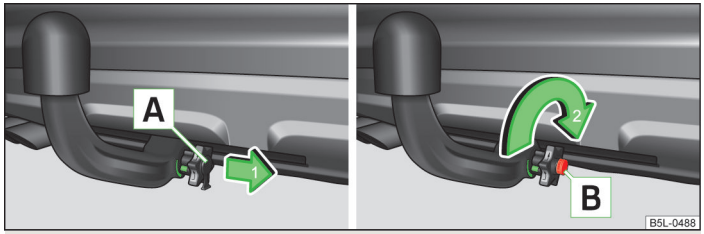

Fig. 131 **Removing the lock cover/releasing the lock**
- › Remover the cover A from the handwheel lock in the direction of the arrow **1**» Fig. 131.